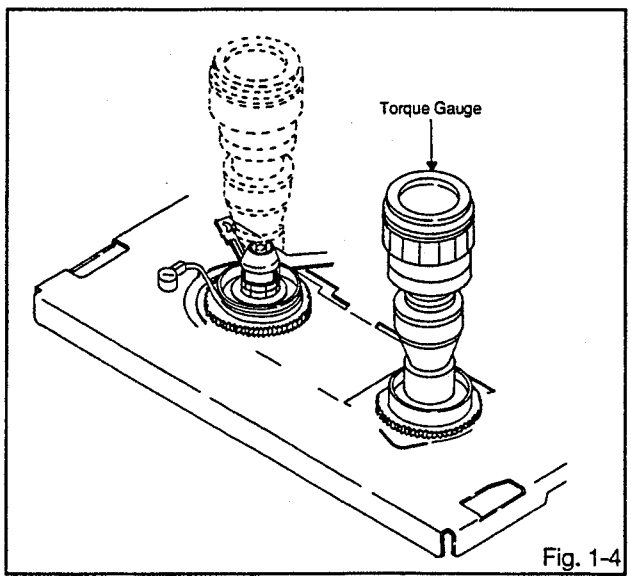

Fig. 1-4
1. Set torque gauge **(JG002G)** on take-up reel disk, and place unit in FAST FORWARD mode. **(Refer to Fig. 1-4)**
2. Set torque gauge **(JG002G)** on supply reel disk, and place the unit in REWIND mode. **(Refer to Fig 1-4).**
(Take-Up Reel Brake) **(Refer to Fig. 1-4)**
(Supply Reel Brake) **(Refer to Fig. 1-4)**